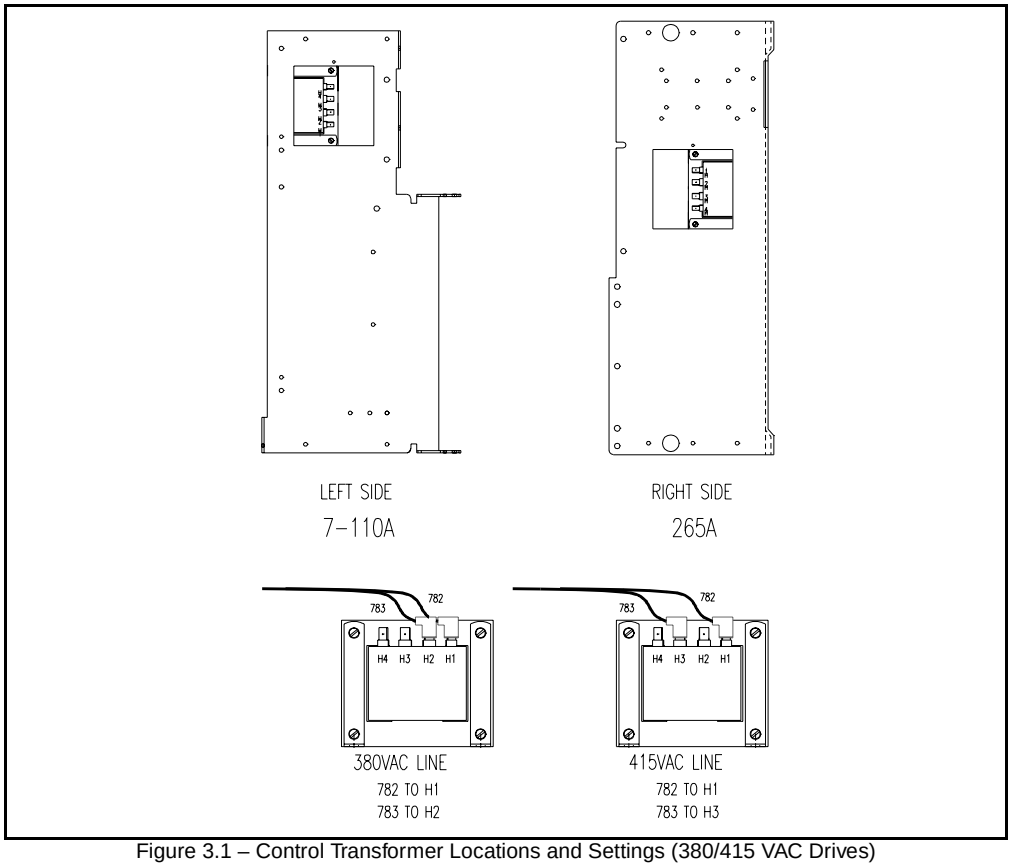

Figure 3.1 – Control Transformer Locations and Settings (380/415 VAC Drives)
Step 2. Move wire 783 to terminal H2. See figures 3.1 and 3.2 for terminal locations.